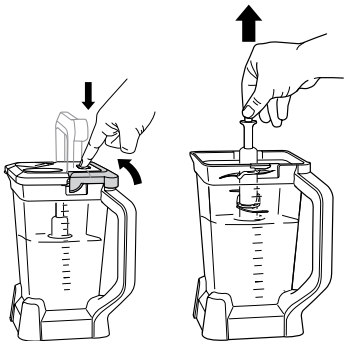
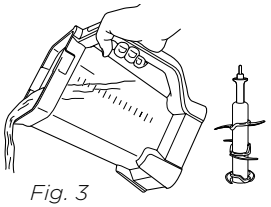

*Fig. 1* *Fig. 2*
*Fig. 3*
**16b** Pour les mélanges plus épais qui ne peuvent pas être vidés par le bec verseur, retirez le couvercle et le jeu de lames superposées avant de verser. Pour retirer le couvercle, appuyez sur le bouton LID RELEASE (Dégagement du couvercle) et soulevez la poignée **(Fig. 1)**. Pour retirer le jeu de lames, tenez-le délicatement par le haut de la tige **(Fig. 2)**. Le pichet peut ensuite être vidé **(Fig. 3)**.